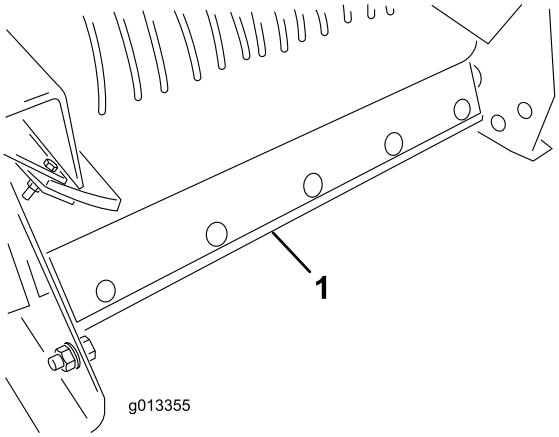

Rysunek 50
5. Usuń zespół zgarniacza czyszczenia taśmy z tyłu maszyny ProPass (Rysunek 50).